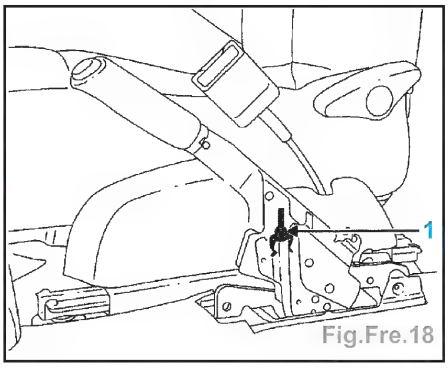

Fig.Fre.18
- Véhicule sur un pont, dévisser l'écrou (1) de façon à libérer totalement le câble donc le palonnier central (Fig.Fre.18).